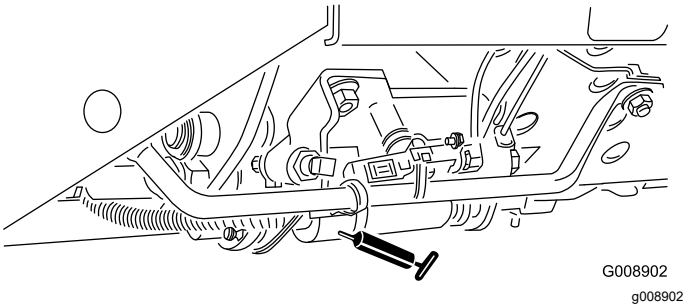

**Figuur 53**
- Schuif voor maaien/transport (Figuur 53)